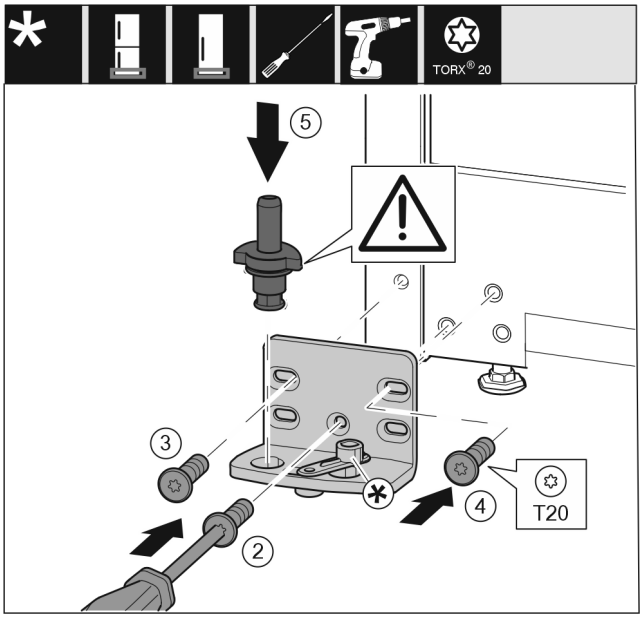

Fig. 22 *
- ▶ Lagerbok aan de andere zijde plaatsen en met behulp van een schroevendraaier er in schroeven. Met schroef *Fig. 22 (2)* onder in het midden beginnen.*
- ▶ Schroef *Fig. 22 (3)* en schroef *Fig. 22 (4)* vastschroeven.*
- ▶ Lagerbouten *Fig. 22 (5)* volledig insteken. Let hierbij op dat het vergrendelingslipje naar achteren wijst.*